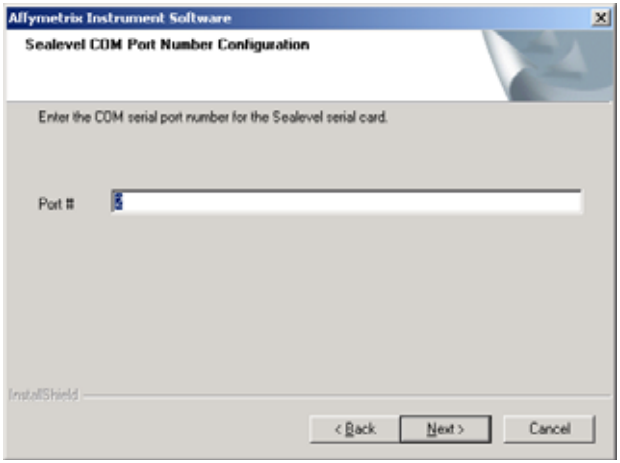

Figure C.12
11. Click **Next** and enter the Port # for the COM serial port for the Sealevel serial card. Enter **2** **(Figure C.12)**.